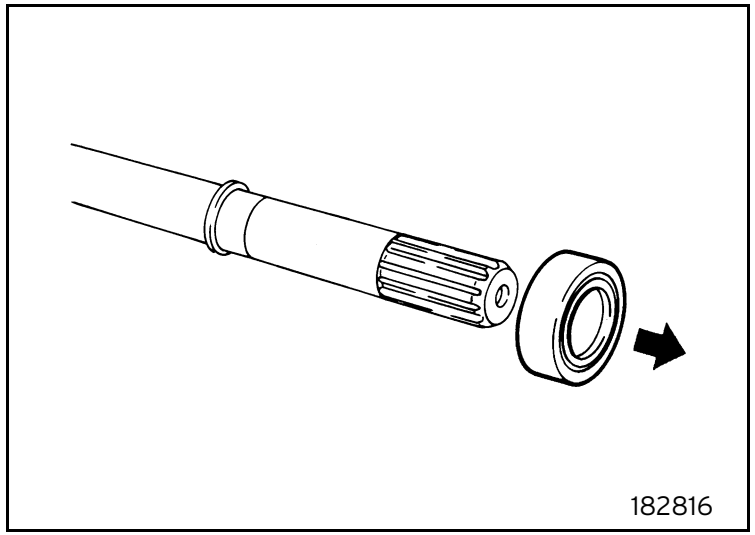

Fig. 16
- Remove the bearing from the shaft (figure 16).